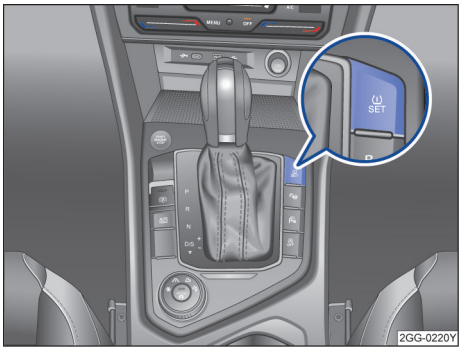

图 167 被动式轮胎气压监控系统设定按钮
- 按下设定按钮 (!) 超过 2 秒钟→图 167→第 177 页，待仪表发出“咚”一声提示音，确认储存好新的参数后警告灯(!)熄灭。